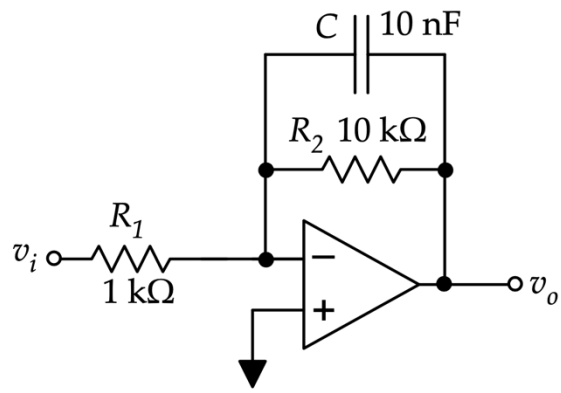

Figure 3
1. Compute the transfer function $H(s) = \frac{v_o}{v_i}$ and calculate the cutoff frequency of the circuit in Figure 3